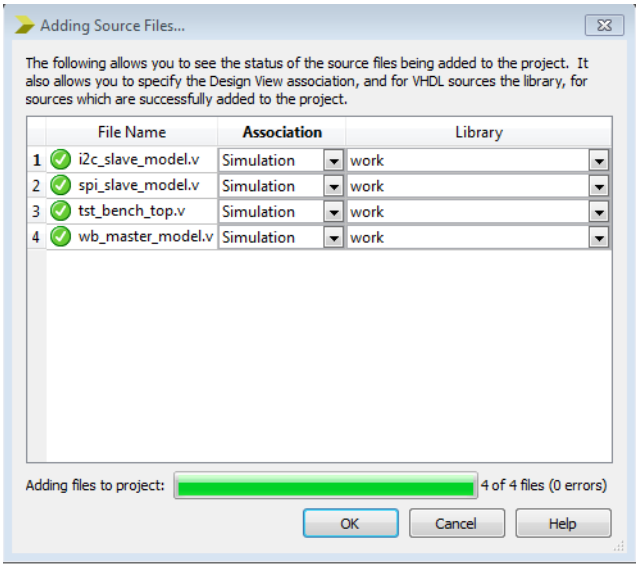

Figure 4-10 *Simulation Association*
3. Next, change the Association to Simulation, as seen in Figure 4-10. This is extremely important. If you fail to do this nothing will work and the tool will try to synthesize your test bench, giving you multiple error messages. Then click OK.